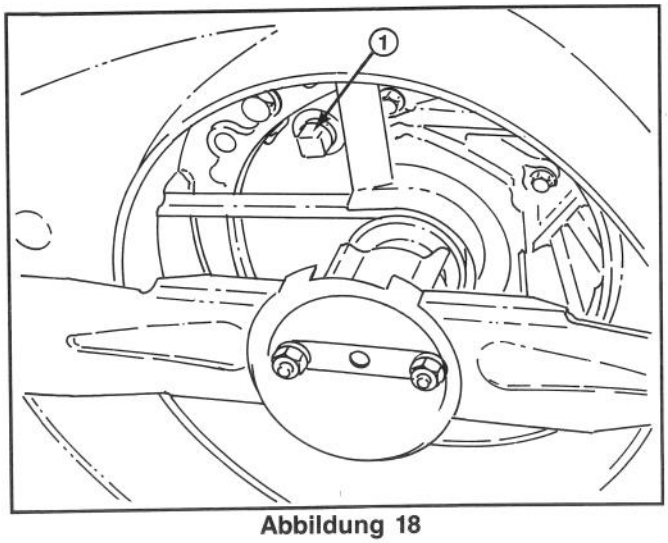

Abbildung 18
3. Den Mäher nach links kippen. Die Ablaßschraube auf der Unterseite mit einem Schraubenschlüssel entfernen (Abb. 18). Eine Wanne unter den Mäher stellen.